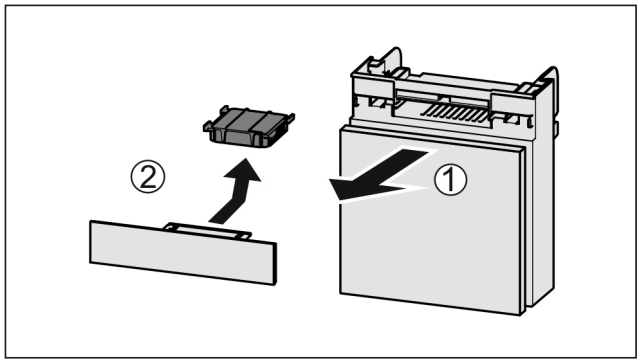

Fig. 205
▶ Extrageți *Fig. 205 (1)* compartimentul către înainte.
▶ Scoateți *Fig. 205 (2)* filtrul de cărbune activ.